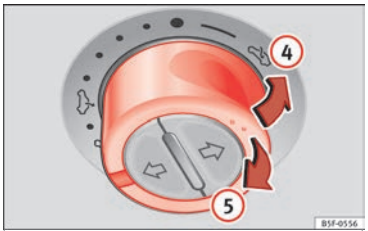

Fig. 12 En el revestimiento interior del techo: pulse el conmutador y tire de él para levantar y bajar el techo.
- Levantar: pulse el conmutador hacia la posición ››› **fig. 12** (4). Para una posición intermedia, mantenga el conmutador accionado hasta alcanzar la posición deseada.
- Bajar: tire el conmutador hacia la posición ››› **fig. 12** (5). Para una posición intermedia, mantenga el conmutador accionado hasta alcanzar la posición deseada.